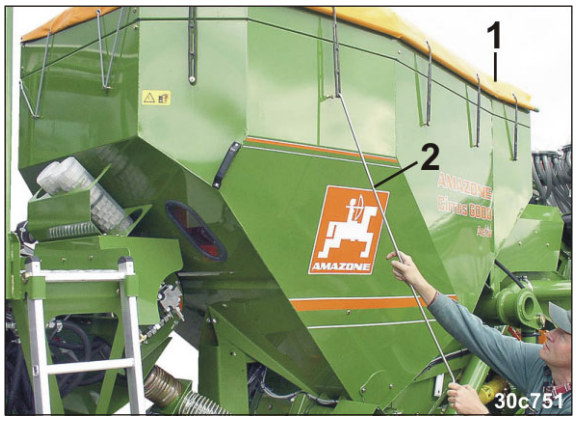

Fig. 171
5. Luk afdækningen (Fig. 171/1) og fastgør den med gummistropper, så den ikke kan åbne sig ved et uheld under kørslen.
Brug hægten til den sammenklappelige afdækning (Fig. 171/2).